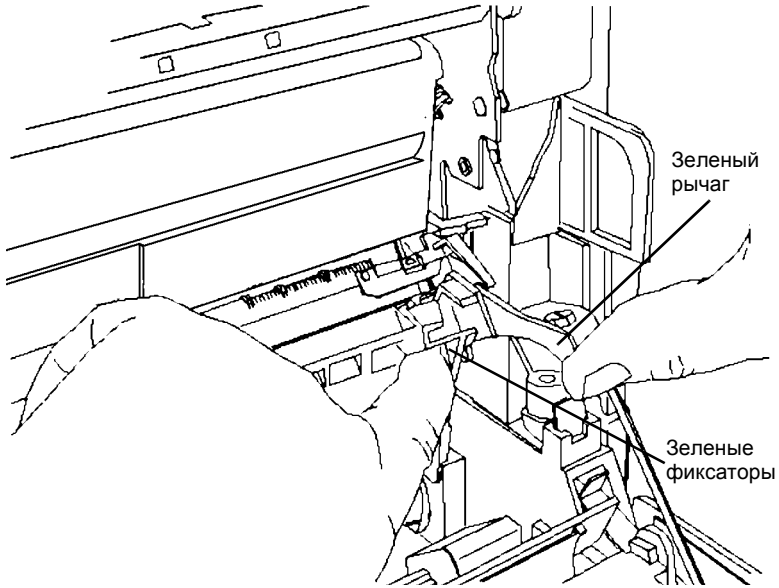

Рисунок 1 Снятие коротрона переноса/отделения
2. Снимите коротрон переноса/отделения (Рисунок 1).